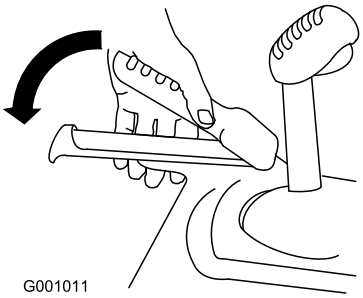

Figur 34
1. For at indkoble traktionsdrevet skal du klemme traktionsgrebet til venstre for håndtaget (Figur 34).